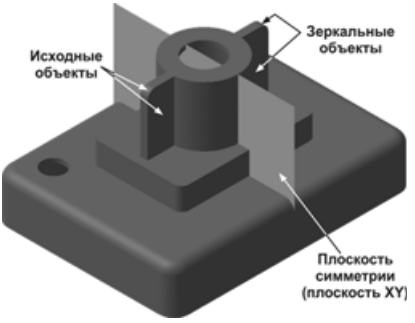

Рис. 5.60
- В окне модели появится фантом зеркальной копии. Если он сформирован правильно, подтвердите создание копии, нажав кнопку **Создать объект** на панели специального управления. Система выполнит построение зеркальных копий (рис. 5.60).